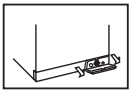

Fig. 2
2) Screw out filter by turning counterclockwise (Fig. 2);